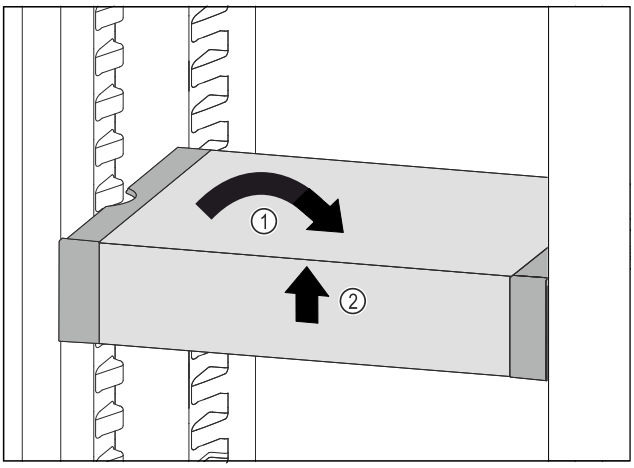

Fig. 111
▶ Coloque el VarioSafe en posición recta. *Fig. 111 (1)*
▶ Levante el VarioSafe por delante. *Fig. 111 (2)*